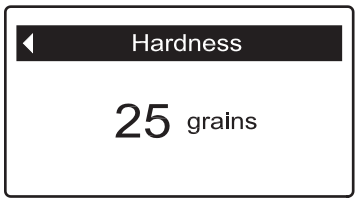

FIG. 110
4. Press the SELECT (○) button to display the "Hardness" screen (See Figure 110).